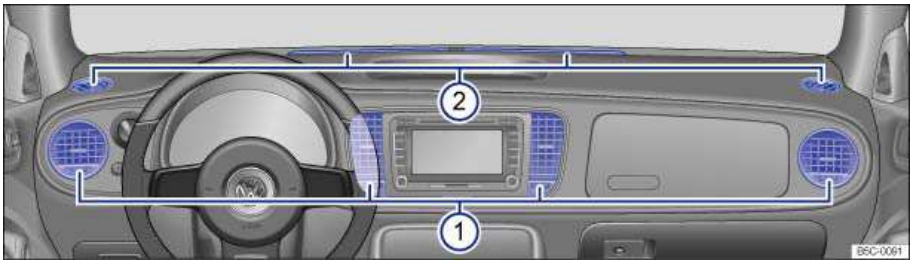

Fig. 134 In the instrument panel: Air vents.
To help ensure sufficient heating, cooling and ventilation in the passenger compartment, never close the air vents completely ⇒ fig. 134 (1).